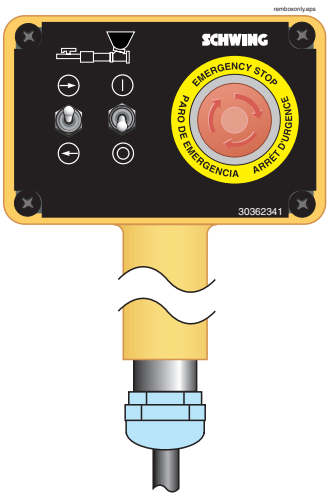

Figure 19
- When the placing crew signals to begin pumping, activate the switch of the control panel or the remote control box (Figure 19). To get warning of plugs, you should monitor the pressure gauge, until concrete comes out of the discharge. If you cannot see the point of discharge from the area around the pump (near the gauge), arrange for a spotter to monitor the end of the line. The spotter should watch that no one gets near the discharge and alert you when concrete is flowing from the end.